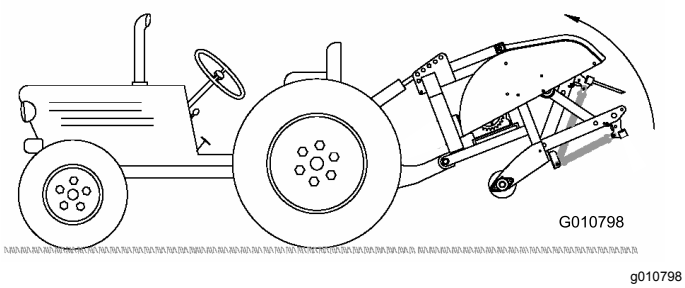

**Figur 11**
2. Heis luftemaskinen helt opp og trekk inn den hydrauliske toppleddsylinderen eller det øvre leddet (Figur 11).